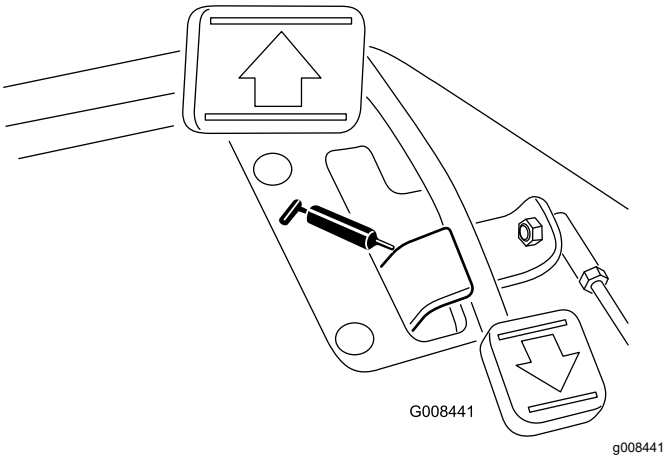

Figur 28
- Gaspedalens vridfäste (1) (Figur 28)